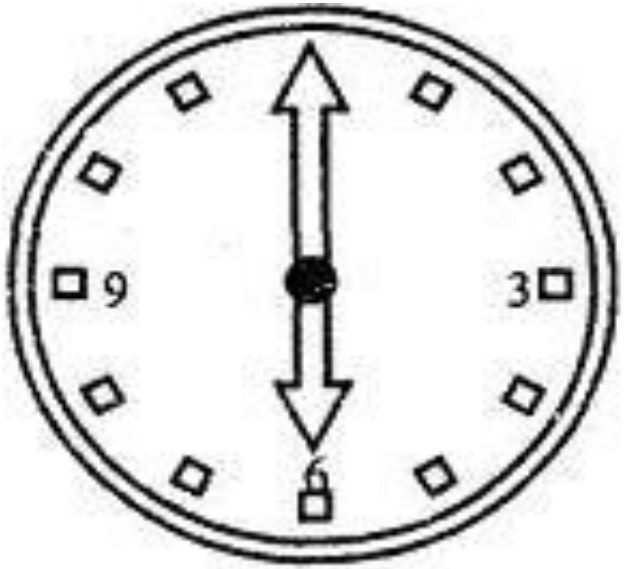

Рис.3
- Сдвиг 0° соответствует группе 0, а сдвиг 180° - группе 6 (рис. 3).